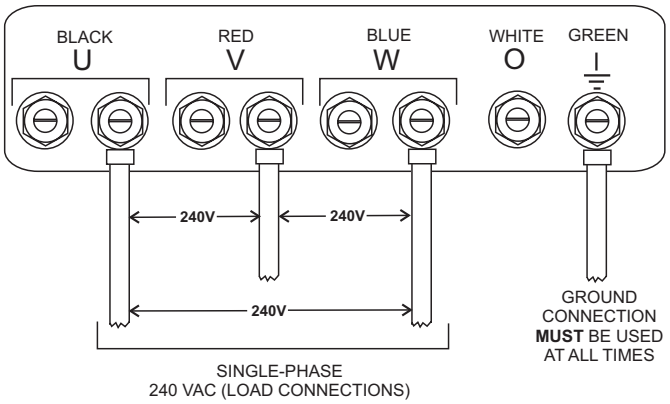

Figure 19. UVWO Terminal Lugs Single-Phase 240-Volt Connections
2. Connect the load wires to the UVWO terminals as shown in Figure 19.